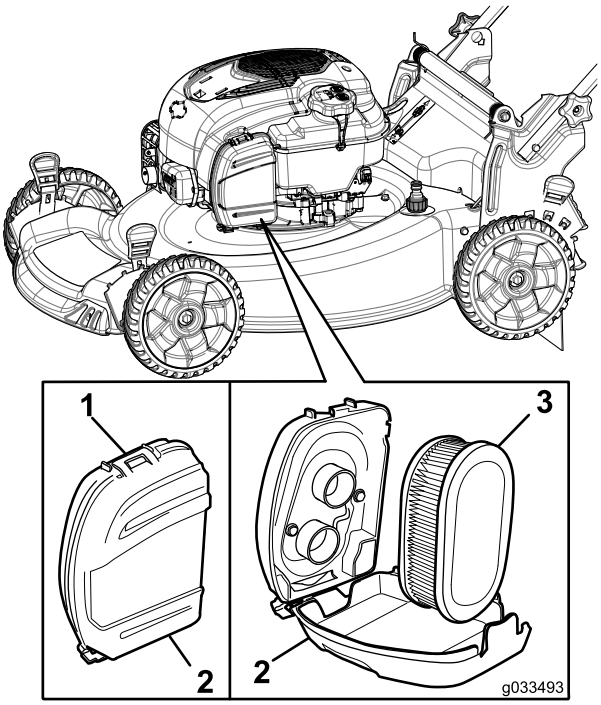

Figur 30
1. Öppna klämman överst på luftfilterkåpan (Figur 30).
2. Ta bort luftfiltret (Figur 30).